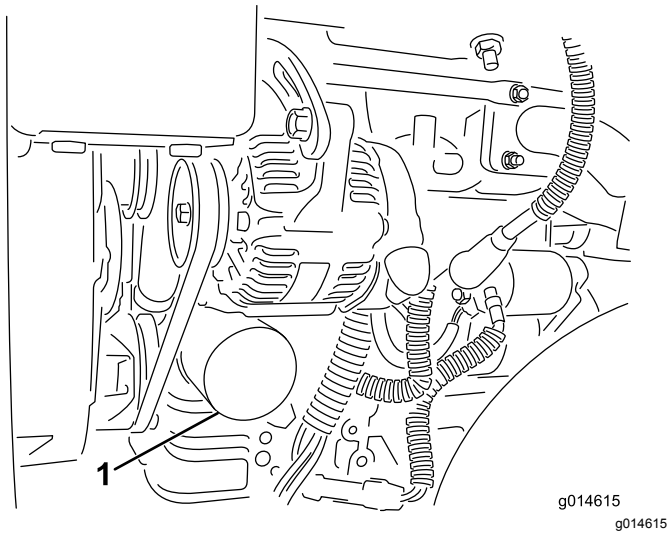

Figur 40
2. Avlägsna oljefiltret (Figur 40). Stryk på ett tunt lager ren olja på den nya filterpackningen.